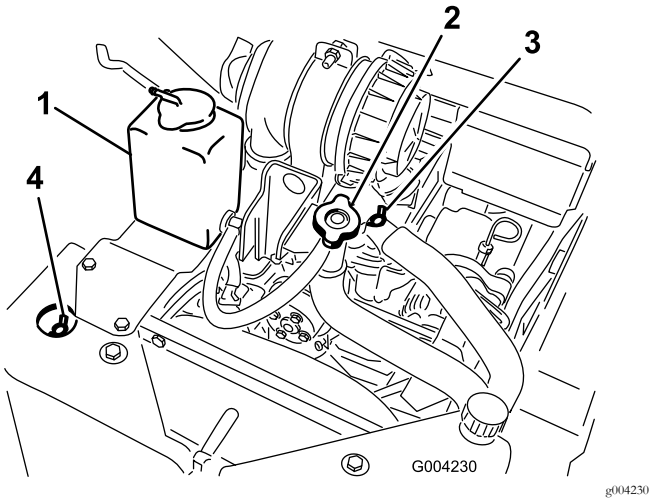

**Rysunek 21**
A. Odkręć korek wlewu płynu chłodzącego (Rysunek 21).
B. Otwórz przedni i górny zawór odpowietrzania układu chłodzącego (Rysunek 21).
C. Wlewaj płyn chłodzący przez szyjkę wlewu do momentu, gdy płyn zacznie wydostawać się przednim zaworem odpowietrzania (Rysunek 21).
D. Zamknij przedni zawór odpowietrzania (Rysunek 21).
E. Wlewaj płyn chłodzący przez szyjkę wlewu do momentu, gdy płyn zacznie wydostawać się górnym zaworem odpowietrzania (Rysunek 21).
F. Górny zawór odpowietrzania (Rysunek 21).
G. Wlewaj płyn chłodzący przez szyjkę wlewu do momentu, gdy płyn dojdzie do poziomu szyjki wlewu (Rysunek 21).
H. Załóż korek wlewu płynu chłodzącego (Rysunek 21).
I. Dolewaj płyn chłodzący do zbiornika rozprężnego aż do osiągnięcia znaku maksymalnego poziomu z boku zbiornika (Rysunek 21).